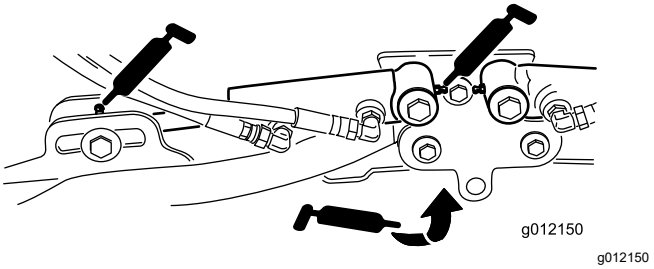

Rysunek 39
- Cylindry podnoszenia zespołu tnącego (po 2) (Rysunek 39)
- Przeguby ramienia podnoszenia (po 1) (Rysunek 39)